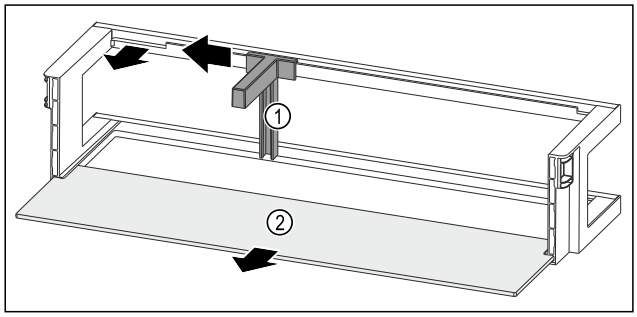

Fig. 57 Dørhylde med flaskeholder og hylde
- ▶ Skub flaskeholderen *Fig. 57 (1)* til siden indtil udsparingen.
- ▶ Tag flaskeholderen *Fig. 57 (1)* ud.
- ▶ Tag hylden *Fig. 57 (2)* ud.